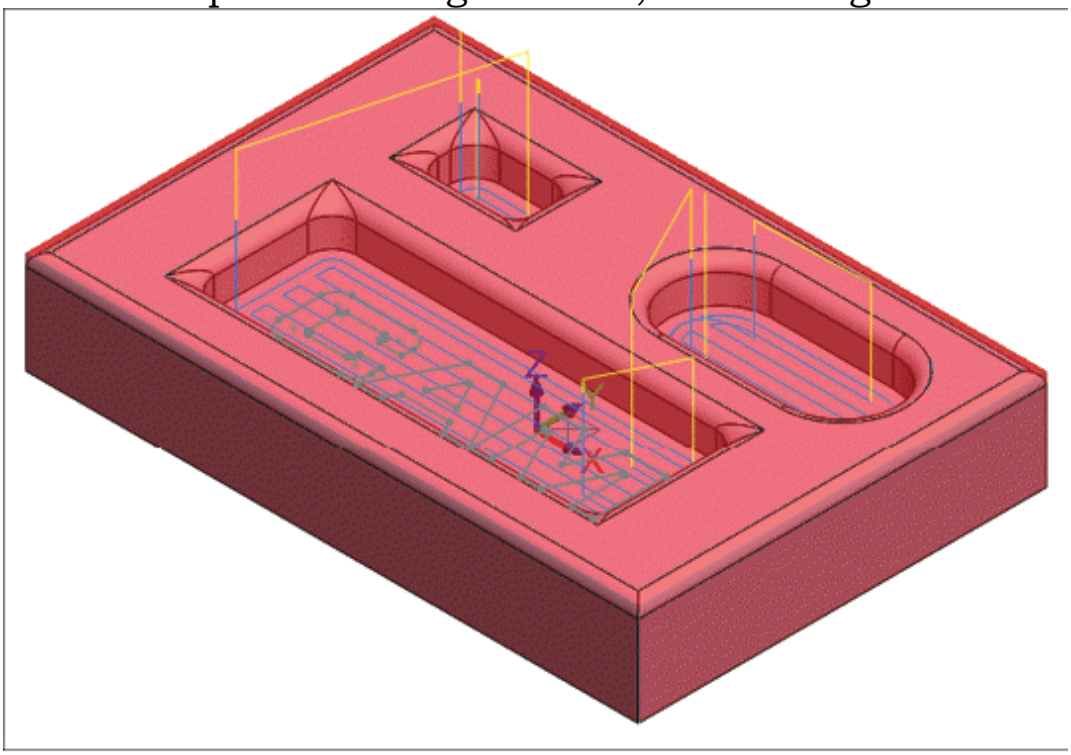

Figure-15. Pocket toolpaths generated
- Click on the **OK** button from the **2D Toolpaths-Pocket** dialog box. The toolpath will be generated; refer to Figure-15.